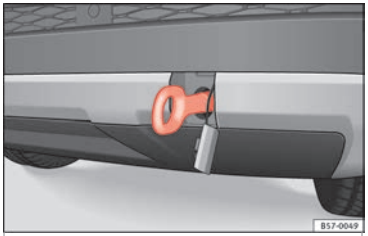

Fig. 101 Rear bumper on right: towline anchorage screwed in.
- Screw the towing eye in the housing by turning it to the maximum **anticlockwise** ››› **Fig. 101** ››› ❗. Use a suitable object that can completely and securely tighten the towing eye in its housing.